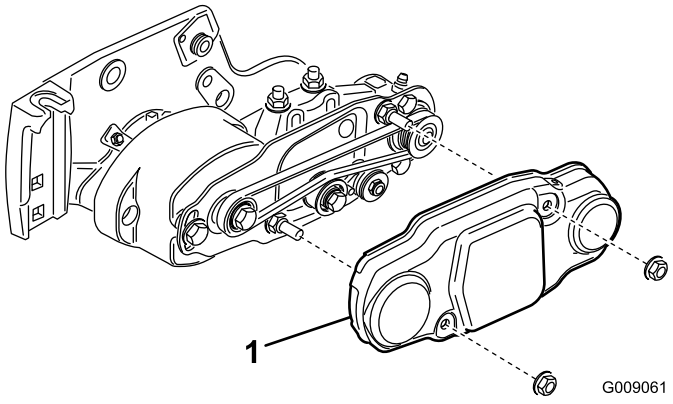

Figura 15
3. Togliete i due dadi di montaggio del carter della spazzola rotante e rimuovete il carter (Figura 15).